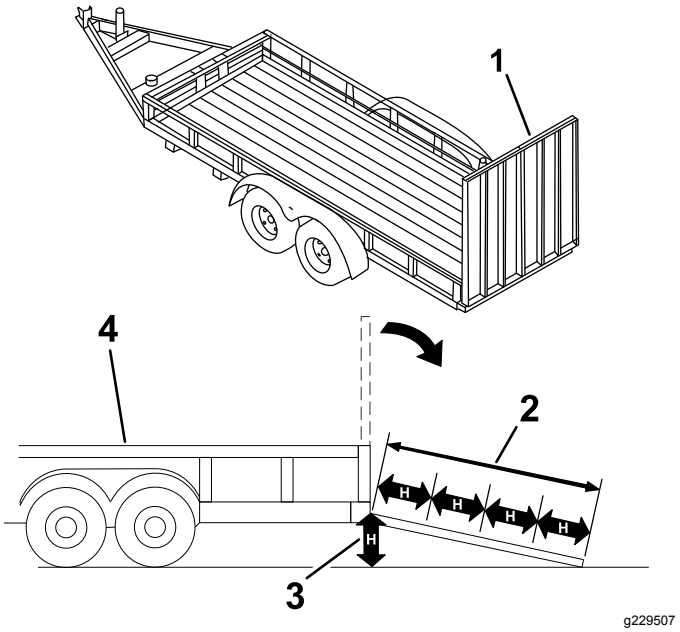

Rysunek 28
Ładowanie maszyny na przyczepę lub ciężarówkę zwiększa prawdopodobieństwo przewrócenia maszyny, co może prowadzić do poważnych obrażeń lub śmierci (Rysunek 28).
3. Opuść pochylnię (Rysunek 28).